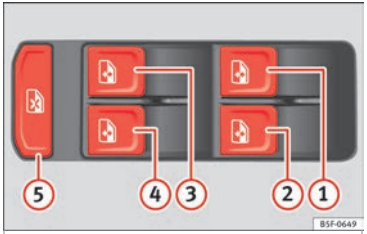

Fig. 131 Detail of the driver door: controls for the windows.
Buttons ››› Fig. 131 ①, ②, ③ and ④ have two positions for opening windows and two for closing them. This makes it easier to open and close windows to the desired position.